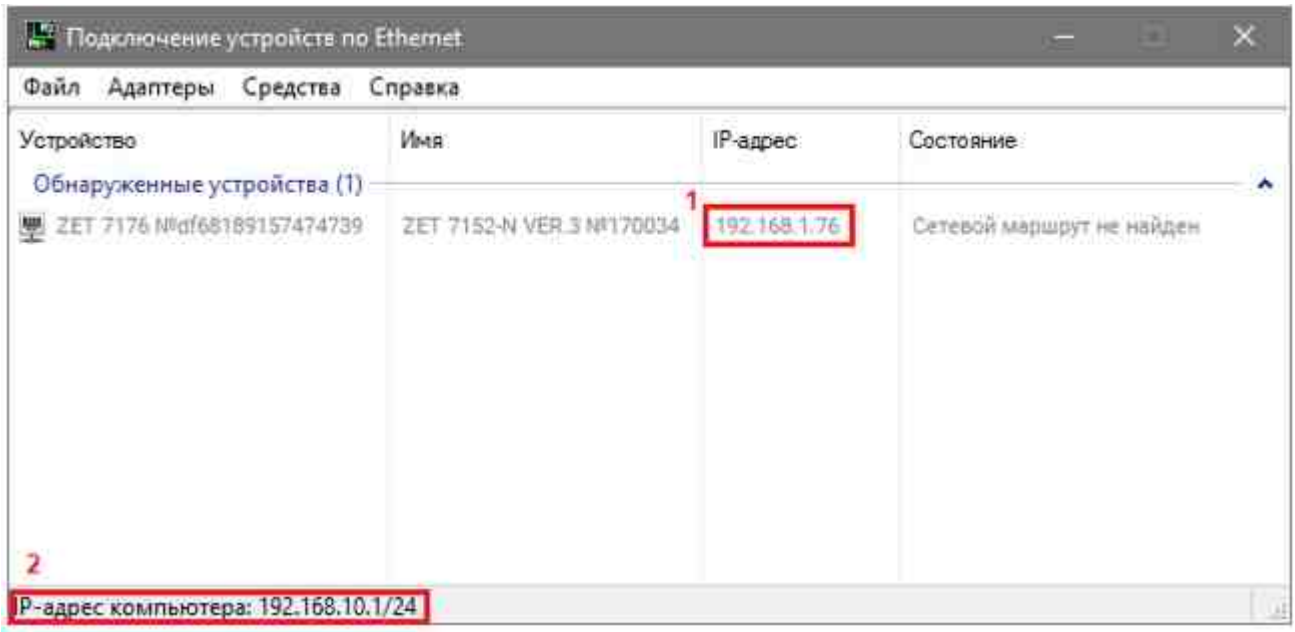

Рис. 3.1 Окно «Подключение устройств»
Для проверки IP-адреса преобразователя интерфейса на панели *ZETLAB* в меню «Сетевые программы» активируйте программу «Подключение устройств». В открывшемся окне программы «Подключение устройств» в столбце «IP-адрес» (1) указан сетевой адрес преобразователя интерфейса (*Рис. 3.1*). Сетевой адрес компьютера отображается в нижней части окна программы «Подключение устройств» (2).